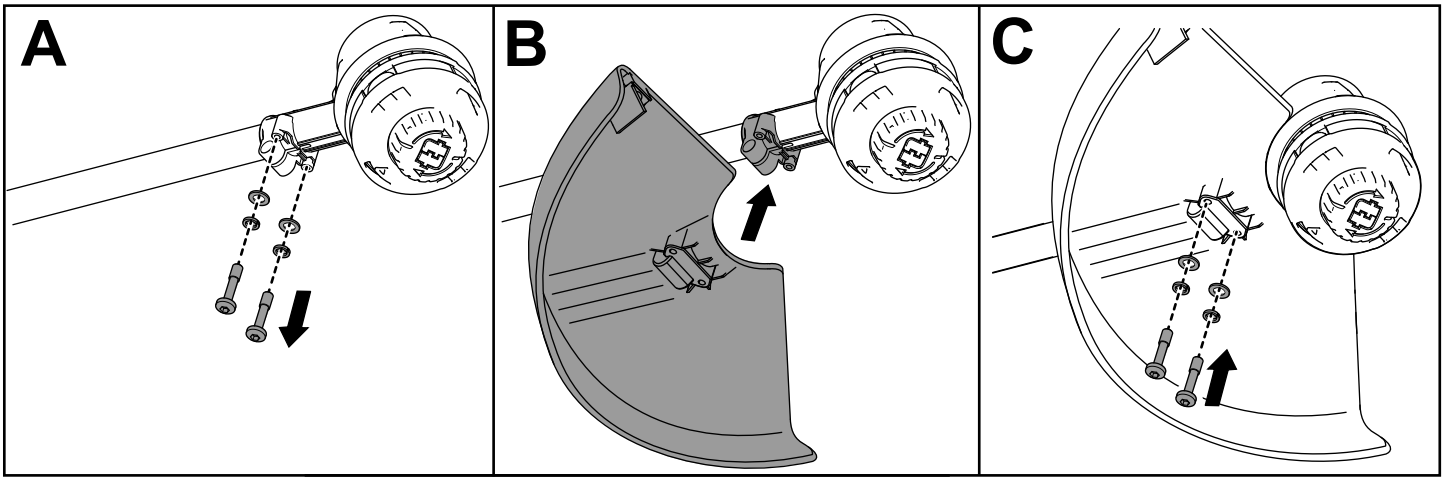

**Figur 3**
1. Använd den medföljande insexnyckeln och ta bort de två insexskruvarna, två brickorna och två distansbrickorna från trimmerbasen (A i Figur 3).
2. Rikta in skyddet mot trimmerbasen (B i Figur 3).